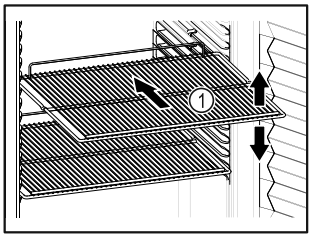

Fig. 50 Voorbeeld
- ❑ Als draagplateaus *Fig. 50 (1)* verstelbaar zijn, kunnen deze in de hoogte worden aangepast.